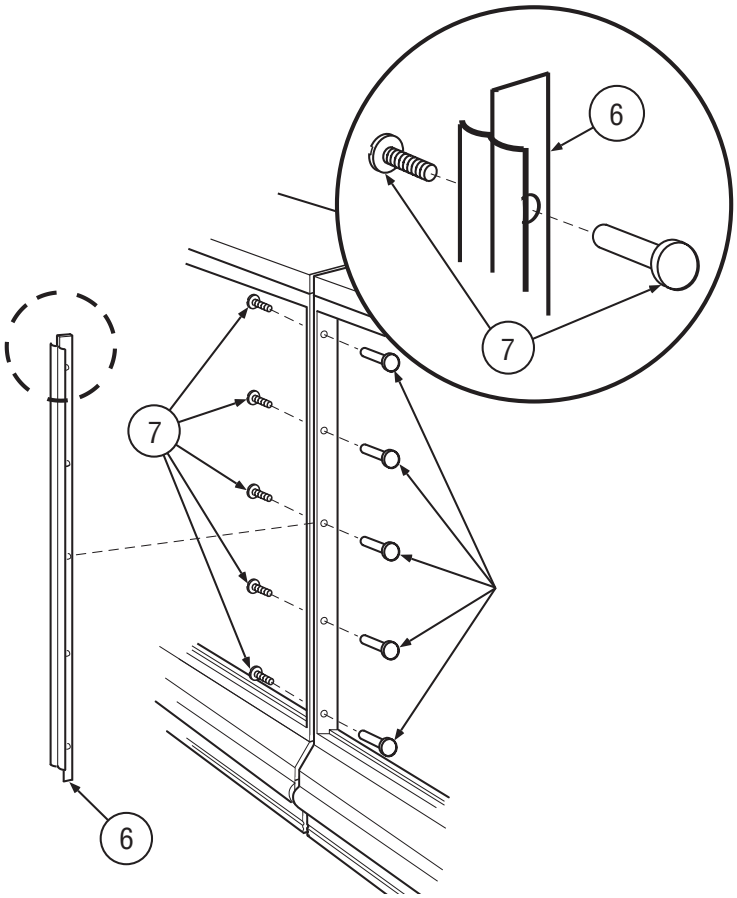

Figure 8. Installing “J” Molding
9. Align holes in frame with holes in Joint Molding (6)
Fasten cases together using Binder Post and Screws (7) as shown in Figure 8.